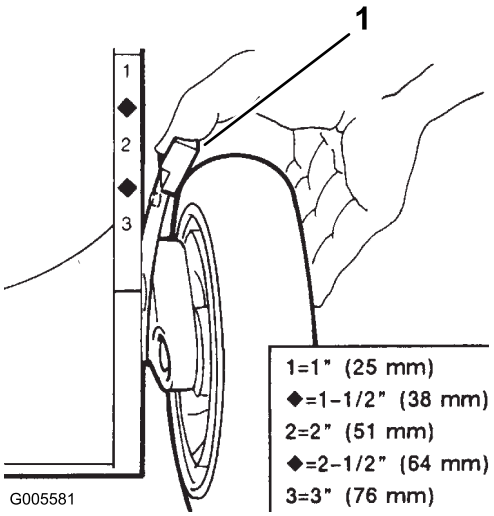

Figuur 14
3. Druk de instelhendel tegen het wiel (Figuur 14) en zet deze in de gewenste instelling.